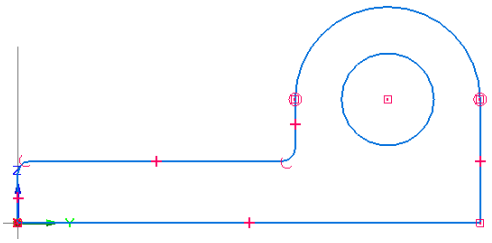

Figure 2-56 *Final profile for Tutorial 3*
4. Move the cursor over the center point of the arc and click to define this point as the center point of the circle when the concentric relationship handle is displayed. This completes the profile. The final profile for Tutorial 3 is shown in Figure 2-56.